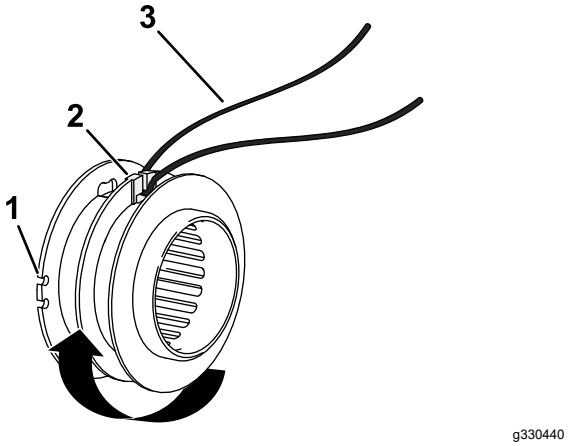

Figure 18
5. Pliez le nouveau fil à mi-longueur et insérez-le dans la fente de départ du bord central de la bobine (Figure 18).
6. Enroulez les 2 moitiés de fil également et solidement sur la bobine, comme montré à la Figure 18.
7. Enroulez le fil en le laissant dépasser juste assez de la bobine pour lui permettre de toucher l'équerre de réglage, puis enclenchez les extrémités dans les fentes de guidage sur la bobine (Figure 18).